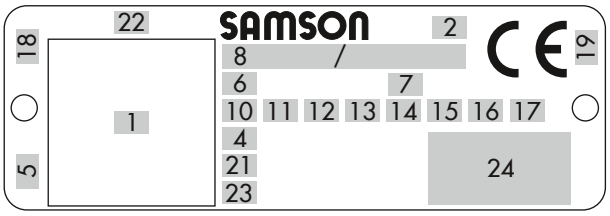

**Fig. 2:** *Inscrições na placa de identificação da válvula*
*A Fig. 2 e a tabela de inscrições listam todas as características e opções possíveis que podem aparecer numa placa de identificação de uma válvula. Apenas as inscrições relevantes para a válvula Tipo 3241 encomendada aparecem efetivamente na placa de identificação.*
*A SAMSON recomenda incluir o número de série do dispositivo (item 22 na placa de identificação) e/ou o seu número de material (conforme especificado na confirmação da encomenda) na documentação da instalação para o número de etiqueta associado.*